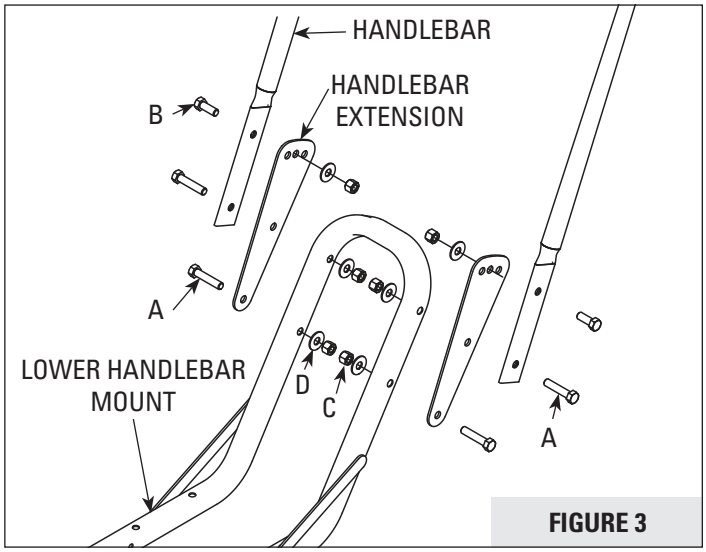

FIGURE 3
6. Locate the handlebar extensions and place them on the outside of the lower handlebar mount. Be sure to line up the handlebar extension pieces with the lower handlebar mount as shown on the decal located on the lower handlebar mount next to the mounting location. **SEE FIGURE 3.**
7. Insert one (A) M10 x 45 mm bolt into each of the lower holes in the side of the extension pieces. The bolts will pass through the lower hole of the lower handle bar mount. Place a (D) M10 flat washer and a (C) M10 nylock nut onto the end of each bolt and hand-tighten. **SEE FIGURE 3.**
8. Assemble the handlebar to the outside of the handlebar extension (side opposite the lower handlebar mount). Insert one (A) M10 x 45 mm bolt into each of the lower holes in the handlebar and through the middle hole on the handlebar extension. Place a (D) M10 flat washer and a (C) M10 nylock nut onto the end of each bolt and hand-tighten. **SEE FIGURE 3.**
9. Insert one (B) M10 x 25 mm bolt into each top hole on the handlebar and through the middle hole on the handlebar extension. Place a (D) M10 flat washer and a (C) M10 nylock nut onto the end of each bolt and hand-tighten. **SEE FIGURE 3.**
Handlebar height can be adjusted in two ways to accommodate a total of four possible user heights. **SEE FIGURE 3** (previous page).